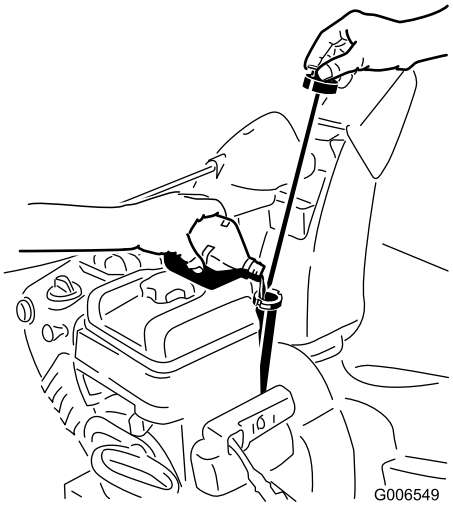

Figur 40
2. Ta ut oljestickan och kontrollera oljenivån (Figur 40). Fyll på olja om oljenivån ligger under markeringen ”Add” på stickan. Se avsnittet Fylla på olja i motorn.